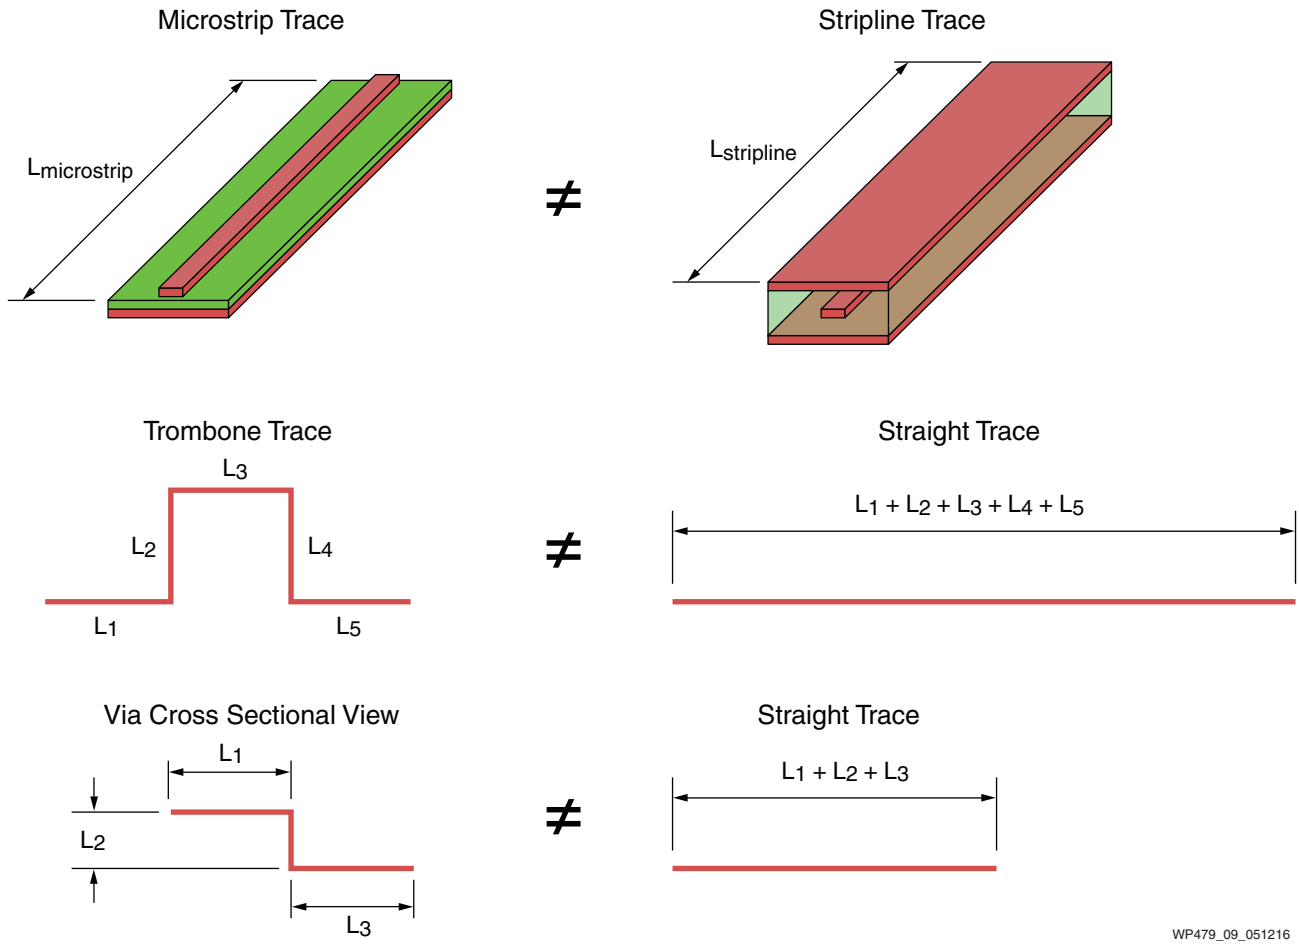

Figure 9: **Factors Leading to Differences in Delay**
- Bending traces in a trombone shape is a simple technique to increase trace length. However, the electrical delay of a trombone-shaped trace is smaller than that of a straight trace due to coupling between the parallel trace segments. This coupling can be reduced by ensuring that the spacing between parallel segments (L3 in Figure 9) is, in most cases, ≥25 mils.